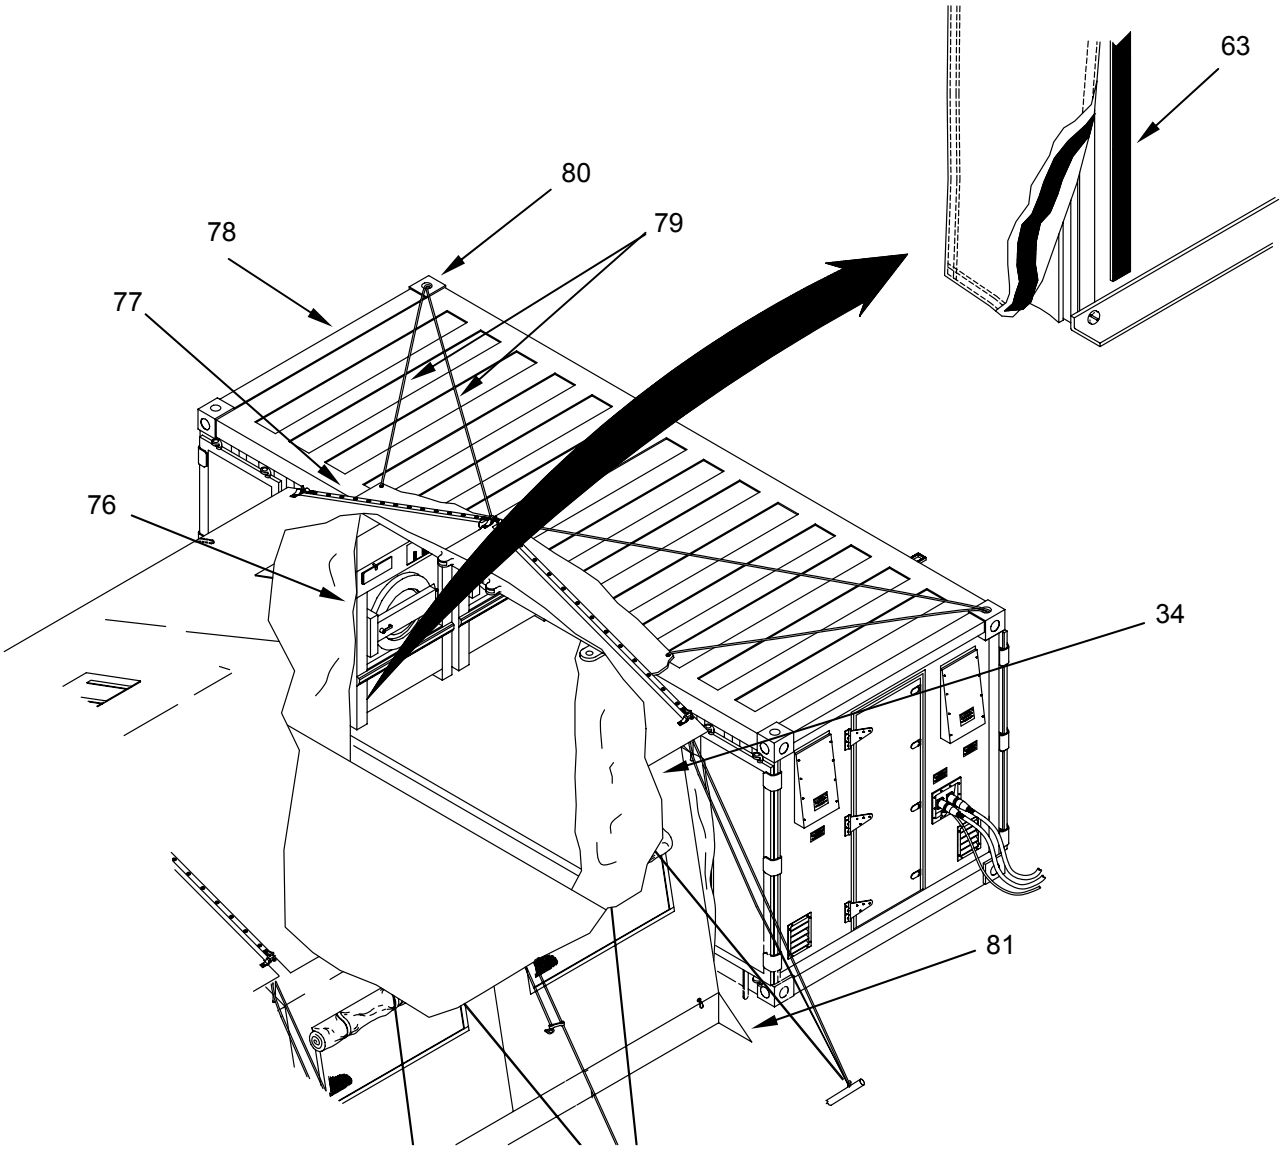

Figure 36. Moving the TEMPER Section into Position.
2. Join hook-and-pile fasteners **(Figure 36, Item 63)** of modified endwall **(Figure 36, Item 34)** and double entrance doorframe **(Figure 36, Item 76)**.
3. Tie the ropes on the rain guard **(Figure 36, Item 77)** to a tent stake. Throw the tent stake over the container to ensure the rain guard ropes can be secured.
4. Pull rain guard **(Figure 36, Item 77)** onto the roof of the CBL **(Figure 36, Item 78)** using rain guard cords **(Figure 36, Item 6)**. Remove tent stakes.
5. Run rain guard cords **(Figure 36, Item 79)** through the container lifting eyes **(Figure 36, Item 80)**, and tie off to the cleats located on the far side of the container.
6. Secure the lower end of the bootwall to the ground with 12-in. steel pins **(Figure 36, Item 81)**.